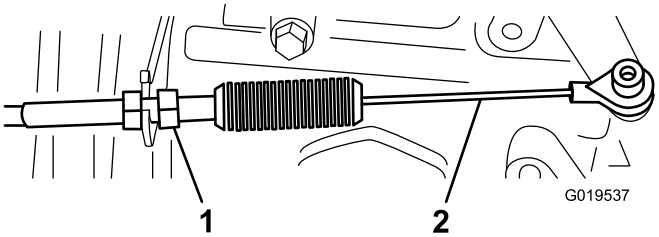
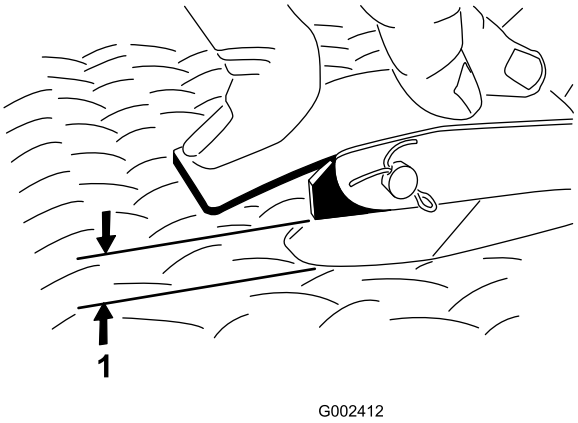

**Figur 67**
**Figur 68**
2. Justera kulleden på gasvajern (Figur 67) så att spelet blir 2,54 till 6,35 mm mellan gaspedalsarmen och den översta delen av den diamantmönstrade golvplattan (Figur 68) när en kraft motsvarande 11,3 kg appliceras mitt på pedalen.
3. Dra åt låsmuttern (Figur 67).